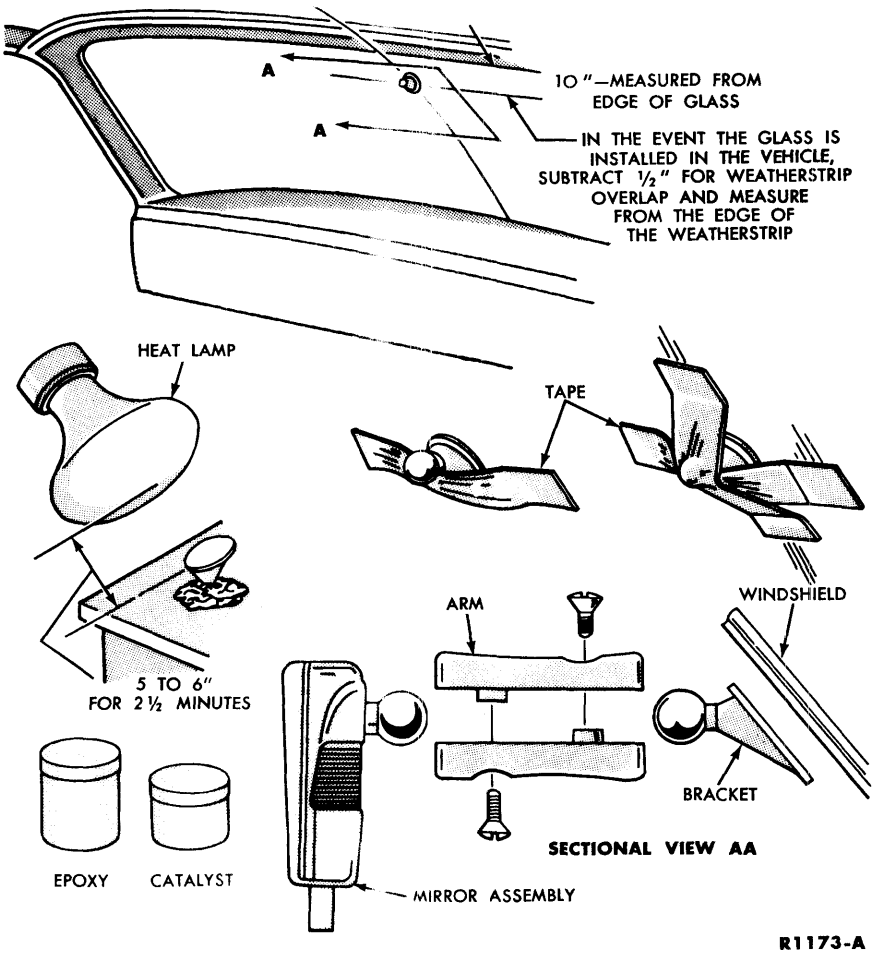

FIG. 73—Bonded Windshield Rear View Mirror Installation
1. Locate and mark, with a wax pencil, the bracket location on the outside surface of the windshield (Fig. 73).
3. To mix the resin, pour the entire contents of the small catalyst bottle into the large epoxy bottle (Fig. 73).
6. Place the mounting bracket surface upward in a vise or in a small mound of permagum or any suitable holding material that will support the mounting bracket (Fig. 73). Hold a standard 250 watt infrared lamp about five to six inches from the mounting surface of the bracket for two and one half minutes (Fig. 73).
8. Secure the bracket to the windshield, using a piece of tape about five inches long located just under the knob of the bracket (Fig. 73). Apply another piece of tape in the vertical direction (Fig. 73) to firmly hold the mounting bracket in place on the windshield.
10. After the bracket has had time to adhere to the glass, remove the tape and install the mirror and arm to the bracket (Fig. 73).